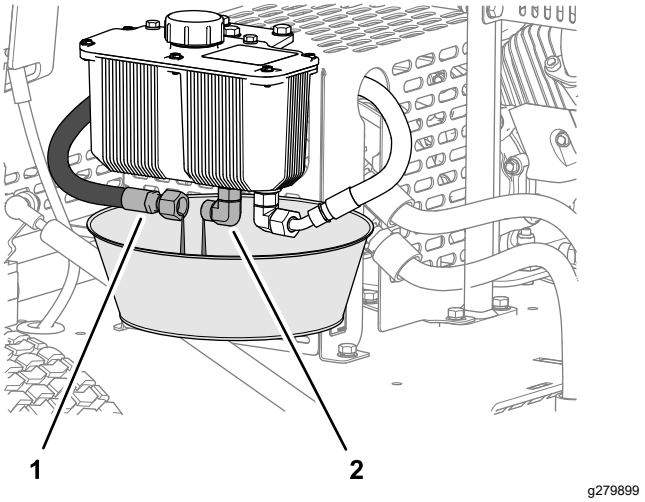

**Figur 37**
1. Rikta in ett kärl som rymmer två liter under hydraultanken (Figur 37).
2. Avlägsna hydraulslangen för tillförsel från tankens koppling och låt hydraulvätskan rinna ut helt och hållet (Figur 37).